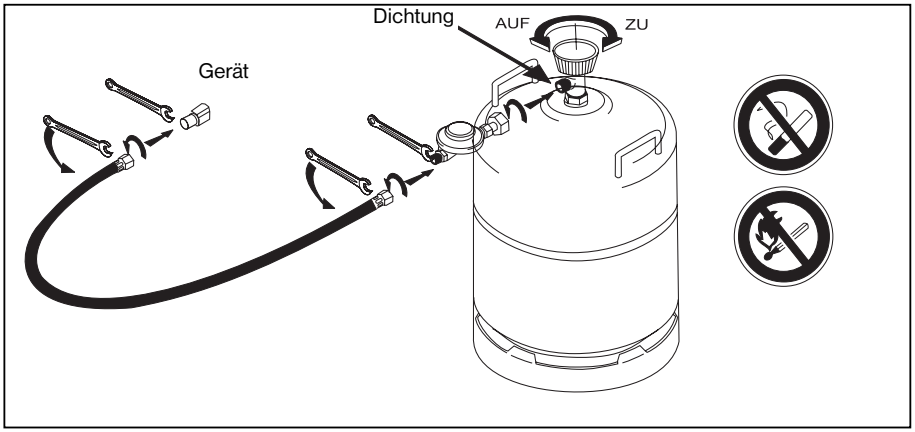

Abbildung 6
10.3.2. Anschluß einer Gasflasche mit fest eingebautem Entnahmeventil (Abbildung 6)